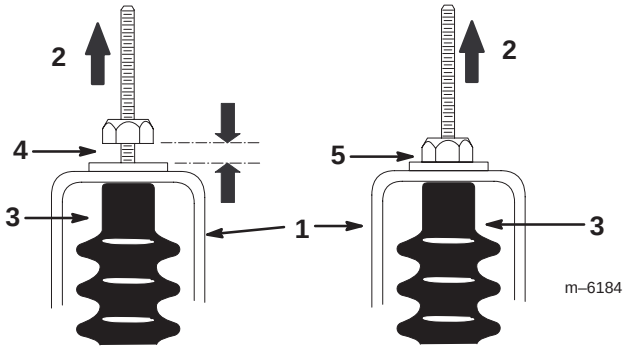

Figur 26
5. Dra upp varje växelkabel och se till att det inte finns något gap mellan muttern/brickan och neutrallägesfästet (figur 26). Om det finns ett gap drar du åt muttern.